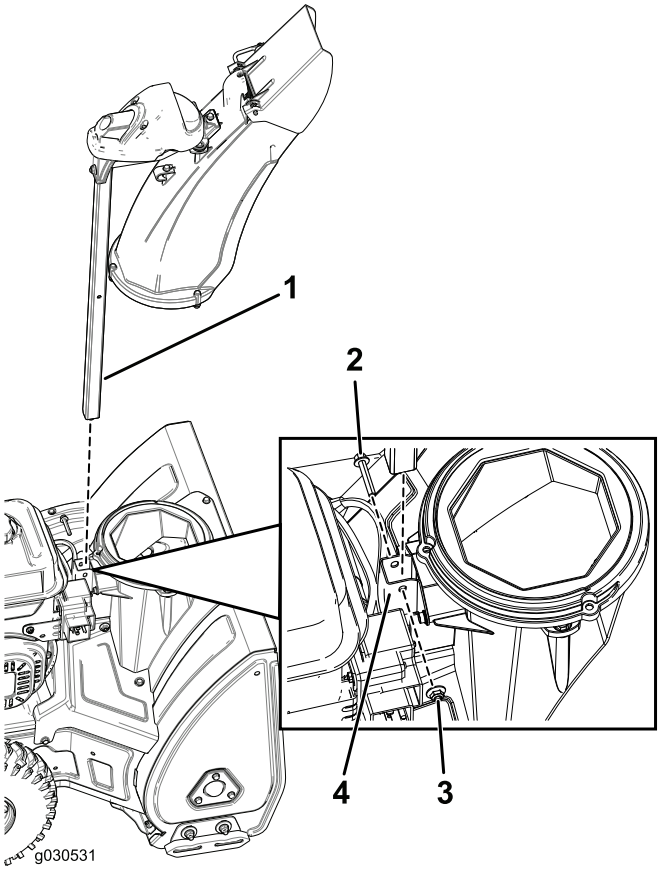

Figur 5
1. Sett inn sjaktstangen gjennom braketten nederst på maskinen, og fest den med en bolt og låsemutter (Figur 5).